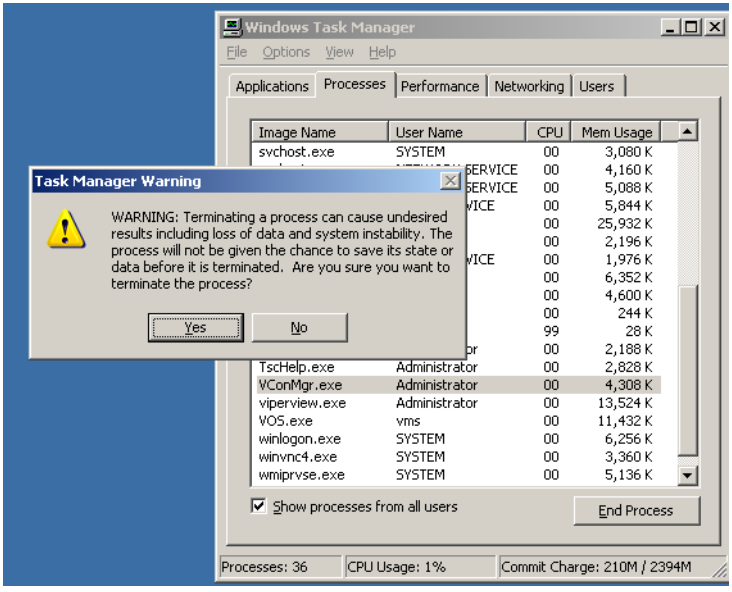

Figure 2-12 Task Manager Warning dialog
3. Select each process and click on the **End Process** button. A Task Manager Warning dialog will appear (figure 2-12)—click on the **Yes** button to terminate the process.